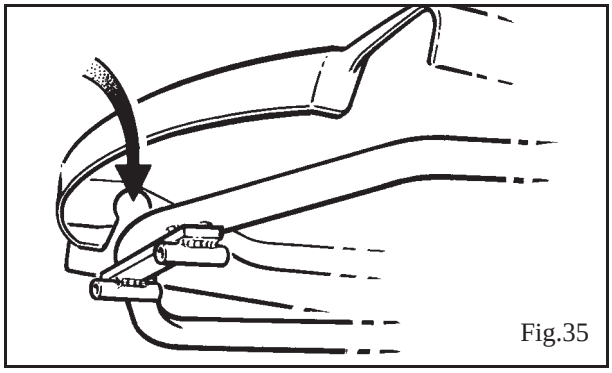

Fig.35
2. Aligner les ergots de positionnement à la traverse arrière du cadre du siège. (Voir Fig. 35)